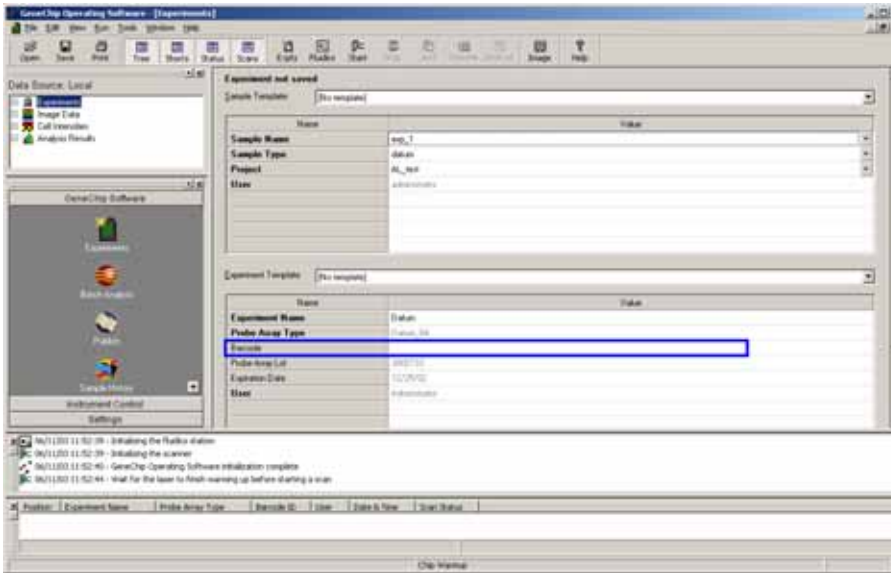

Figure D.5
1. Open the GCOS software to the Experiment Information window and place the cursor in the barcode reference field of the GCOS Experiment Information window **(Figure D.5)**.